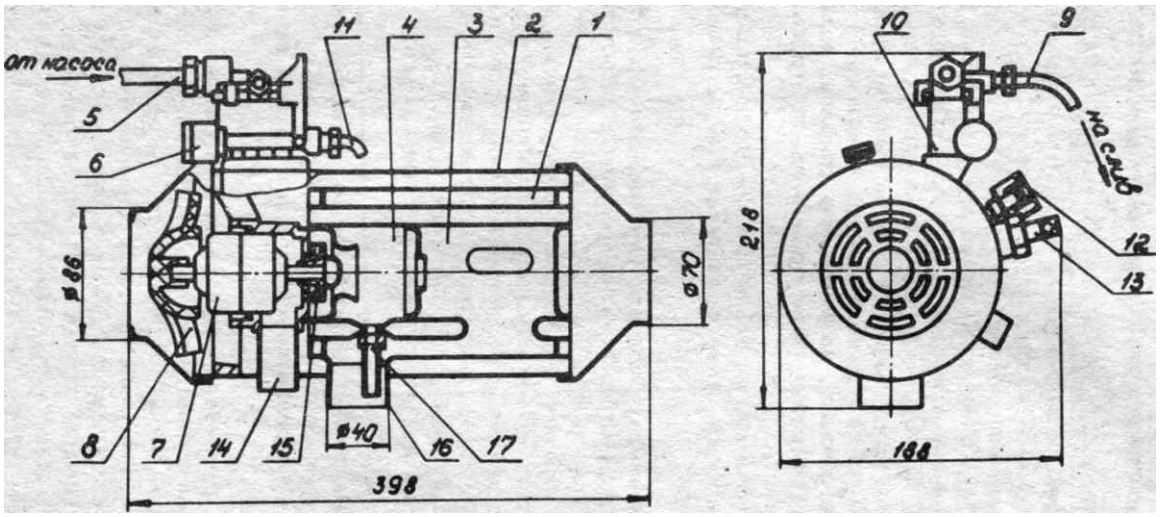
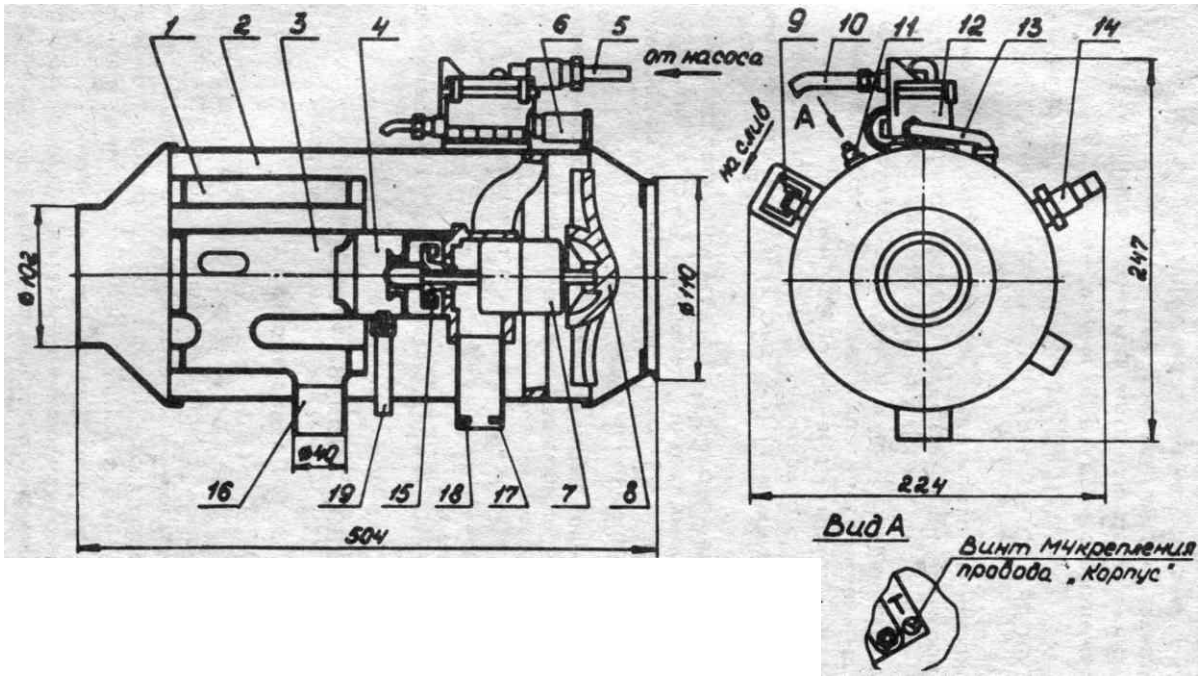
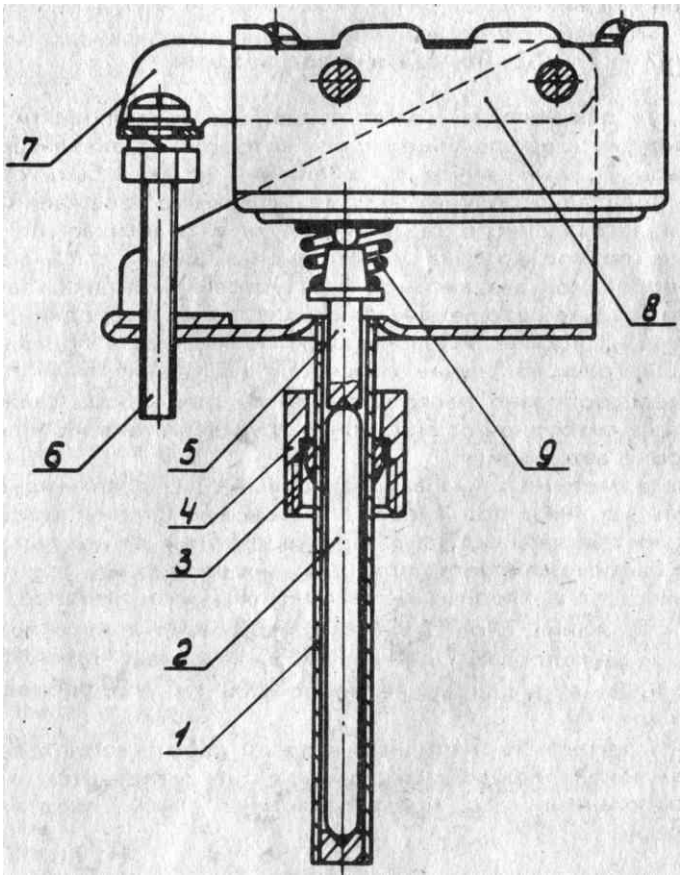

**Рис. 1. Отопительная установка типа 015.**
**Рис. 2. Отопительная** установка типа 030.
**Рис. 3. Температурный переключатель.**
В этом положении включается и начинает работать электродвигатель 7 (рис. 1, 2), который приводит в действие осевой вентилятор 8 подачи подогреваемого воздуха и центробежный нагнетатель 15 подачи воздуха в камеру горения 4, одновременно происходит разогрев свечи накаливания 13 (см. рис. 1) и 14 (см. рис. 2) и контрольной спирали.
Одновременно начинает работать электромагнитный бензонасос, открывается электромагнитный клапан 6 регулятора подачи бензина 12 (см. рис. 2) и 10 (см. рис. 1) и бензин поступает в камеру горения 4, в которой, смешиваясь с воздухом, зажигается свечой накаливания. Дальнейшее непрерывное горение поддерживается автоматически. После начала горения под действием температуры проходящих газов, срабатывает температурный переключатель (рис. 3) и выключает свечу, на щитке управления загорается контрольная лампочка.
В отличие от 015 отопительная установка 030 предохранена от перегрева датчиком 11 (см. рис. 2) и реле отключения при перегреве.
Сливной бензопровод 9 (см. рис. 1) и 10 (см. рис. 2) рекомендуется отводить в бак с постоянным уклоном без образования контруклонов, петель и горизонтальных участков, способствующих накоплению топлива. Длина бензопровода от бака до регулятора отопителя не должна превышать 3 м.
**— продуть теплообменник сжатым воздухом под давлением** 0,4...0,6 **МПа (4-6 атм), через всасывающий патрубок 14 (см.** рис. **1) и 17 (см. рис. 2) или втулки свечи** 13 **(см.** рис. **1) и** 14 **(см. рис. 2);**
**— проверить регулировку температурного переключателя и, если необходимо, отрегулировать включение и выключение регулировочным винтом 6 (см. рис. 3) температурного переключателя и затянуть контргайку;**
— отсоединить электропровода от клеммной панели и температурного переключателя, датчика перегрева 11 (см. рис. 2), вывернуть всасывающий патрубок;
— отсоединить питательный бензопровод 11 (см. рис. 1) и 13 (см. рис. 2), отвернуть винты, снять регулятор подачи бензина, снять датчик перегрева отопителя 030;
. — отвернуть гайку крепления температурного переключателя 4 (см. рис. 3), снять его. Затем отвернуть винты крепления передней и задней крышек, кожуха, снять крышки и кожух;
Если температурный переключатель (см. рис. 3) не поддается регулировке (см. раздел 7, п. 2), необходимо отвернуть винты и освободить микровыключатель, проверить его (нажатием) на четкость срабатывания (проверив лампочкой напряжение на клеммах при замыкании и размыкании).